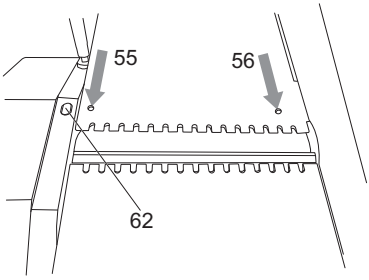

Fig. 24
Existen dos orificios en la mesa de salida de la cepilladora, 1 orificio roscado (55) para montar el puerto de extracción y 1 orificio roscada (56) para fijar el puerto de extracción tal y como se muestra en la Fig. 24.